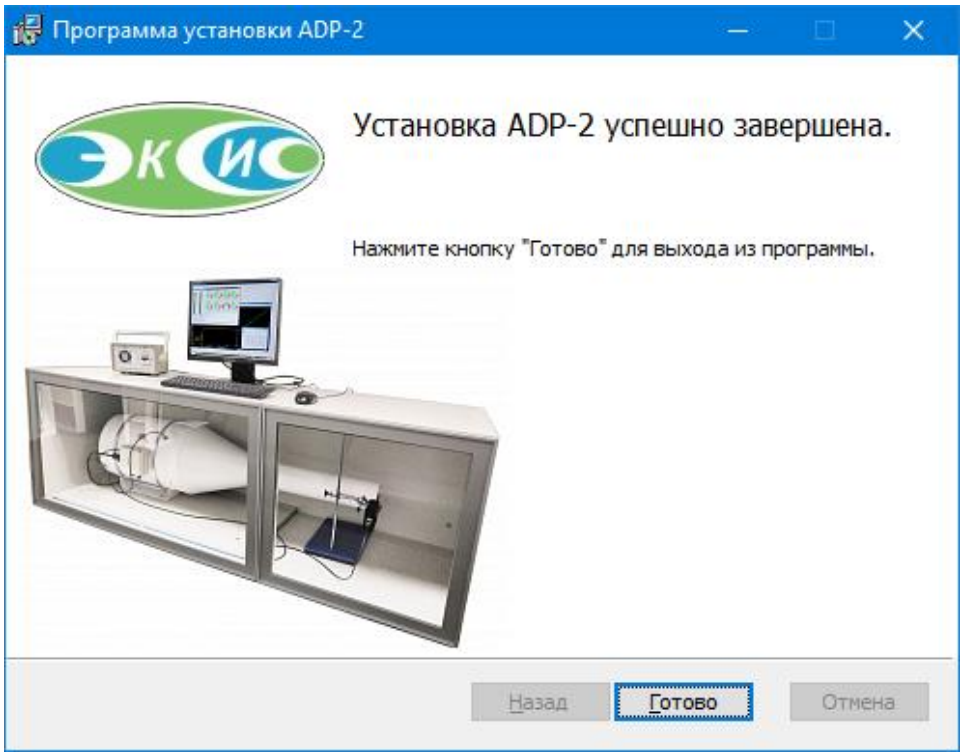

Рис. 2.12 – Завершение удаления программы
5. Завершение удаления и выход из мастера установки (рис. 2.12).